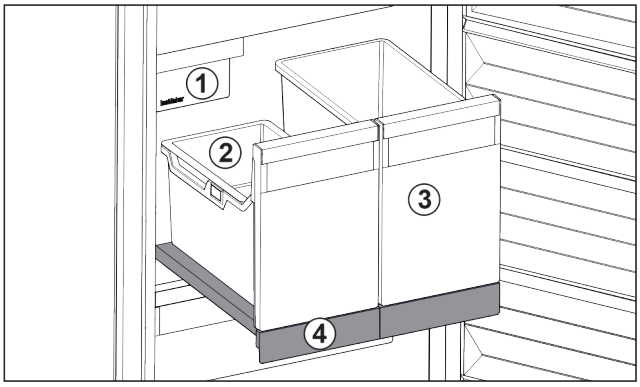

*Fig. 117 Vysouvací přihrádka s IceTower*
Na vysouvací přihrádce jsou dvě vysoké nádoby (IceTower). V nádobě *Fig. 117 (2)* se shromažďují a skladují kostky ledu z IceMaker. Nádoba *Fig. 117 (3)* se hodí pro skladování vysokých potravin jako pizzy nebo alkoholické nápoje.